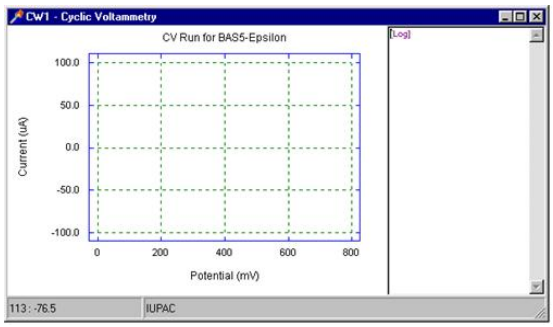

Figure 1.9: *Computer Program*
Highlight Cyclic Voltammetry (CV), and click Select to confirm the selection. An experiment window containing an empty axis set is displayed (Figure 1.9), and the appropriate parameters are set in the various dialog boxes.